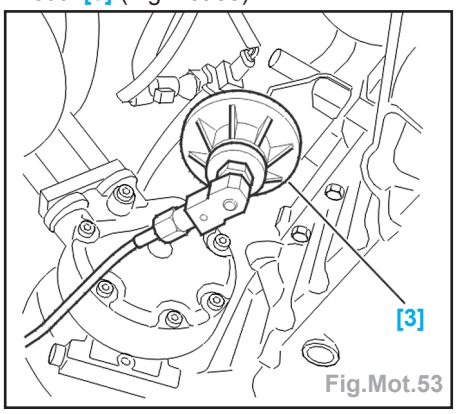

Fig.Mot.53
- Poser l'outil [3] (**ref.1503-H**) en lieu et place du filtre à huile.
- Poser le manomètre et le flexible sur l'outil [3] (Fig.Mot.53).